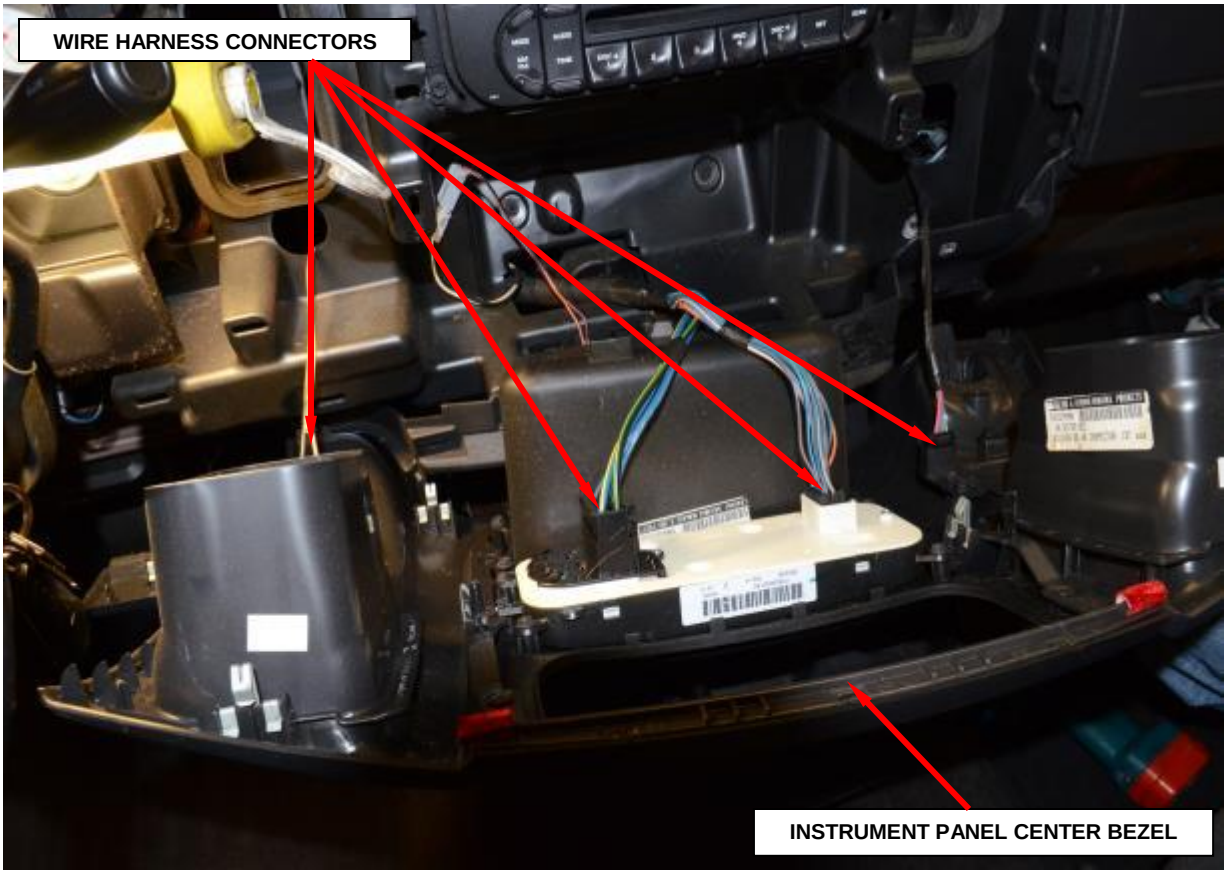

Figure 19 – Center Bezel Wire Harness Connectors
e. Disconnect the wire harness connectors and remove the instrument panel center bezel from the vehicle (Figure 19).